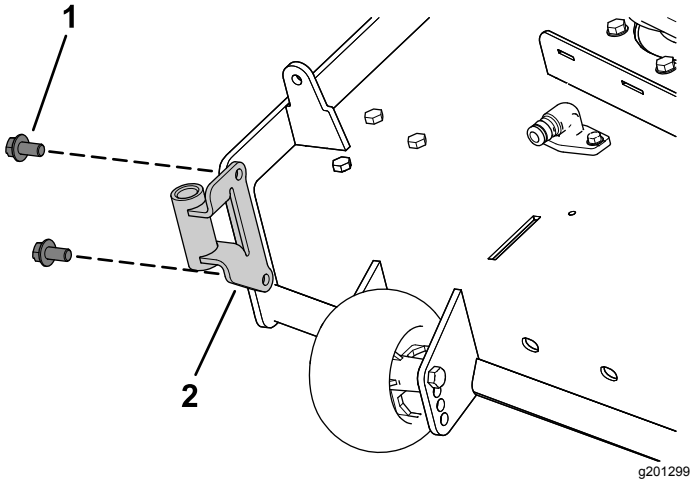

Figuur 8
1. Monteer de blazersteun op het maaidek; gebruik hierbij 2 flensschroeven met zeskantige kop (⅜" x ¾") zoals afgebeeld in Figuur 8.